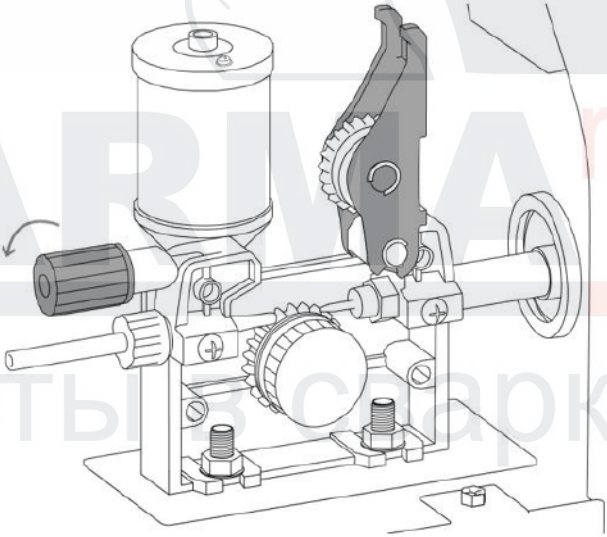

Рис. 8.5.1. Открытие механизма подачи проволоки.
**1.** Откройте механизм подачи проволоки. Потяните на себя механизм прижима, потяните вверх прижимной ролик (См. рис. 8.5.1).